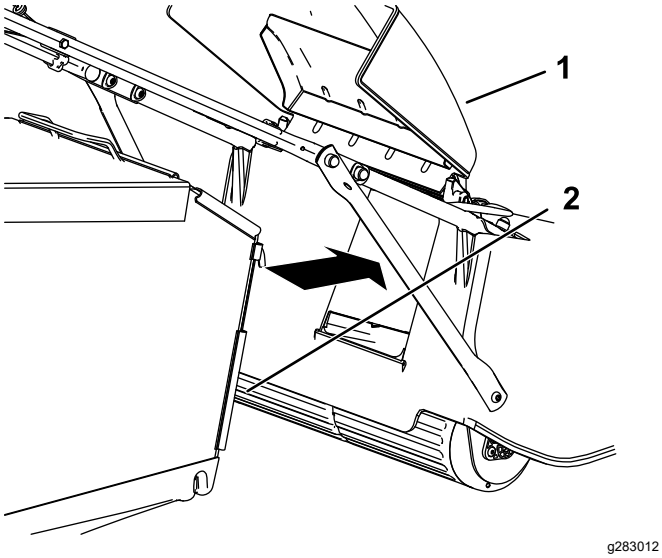

Figur 20
3. Heng gressposen på plass (Figur 20).